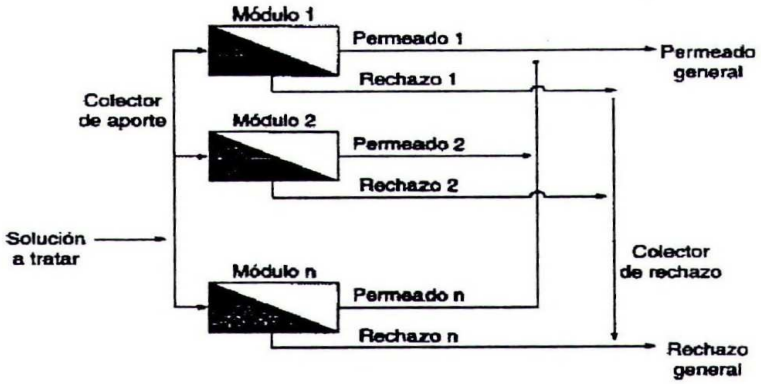

Figura 2.11: Módulos en paralelo
- **Módulos en paralelo**: en este caso, todos los módulos reciben la misma alimentación, que se reparte mediante un colector de aporte. El permeado de todos los módulos va al permeado general, mientras que el rechazo se canaliza mediante el rechazo general (véase figura 2.11).